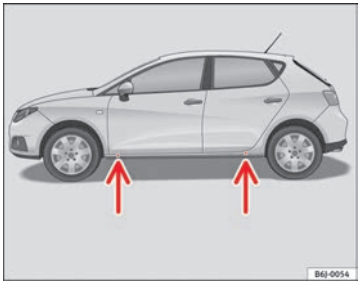

Fig. 135 Jack position points
– Locate the jacking point under the door sill closest to the wheel to be changed ⇒ fig. 135.
Recesses at the front and rear of the door sills mark the jacking points ⇒ fig. 135. There is only one jacking point for each wheel. Do not fit the jack anywhere else.